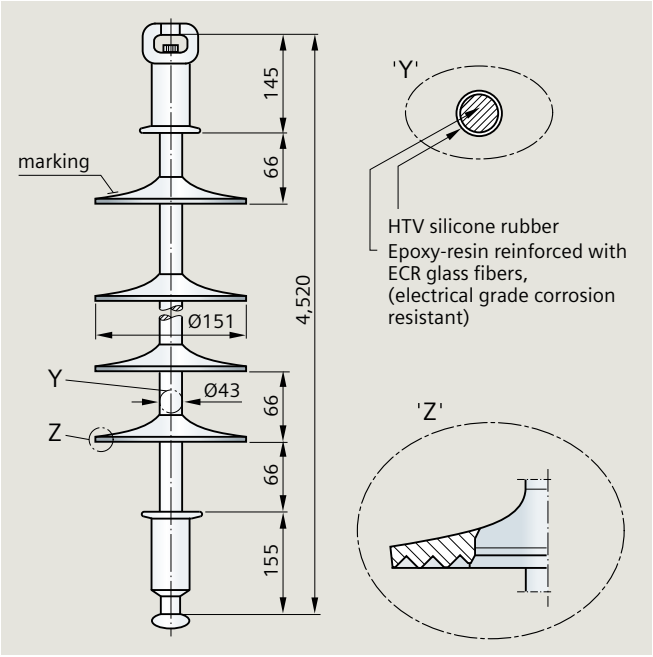

Fig. 2.2-68: Glass fiber reinforced composite insulator with ball and socket fittings (lapp insulator)
- Composite insulators are the third major type of insulator for overhead power line applications (fig. 2.2-68). This insulator type provides superior performance and reliability, particularly because of improvements over the last 20 years, and has been in service for more than 30 years.